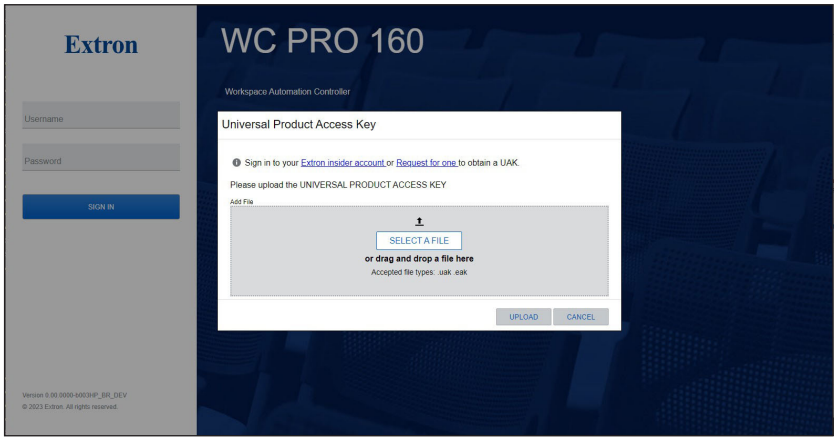

Figure 28. Universal Access Key Prompt
5. The WC Pro is password protected. Enter **admin** or **user** in the **Username** field and the password in the **Password** field when prompted (see figure 28).